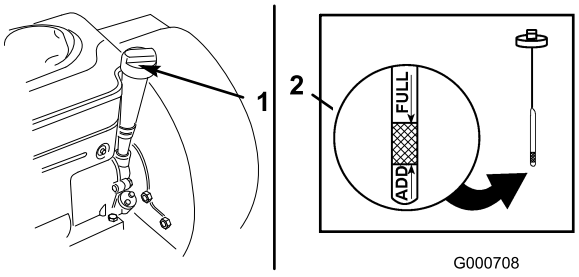

Bild 15
3. Reinigen Sie den Bereich um den Ölpeilstab (Bild 15).
4. Ziehen Sie den Peilstab heraus und wischen Sie das Metallende ab (Bild 15).
5. Schrauben Sie den Ölpeilstab vollständig und fest in den Einfüllstutzen ein (Bild 15).